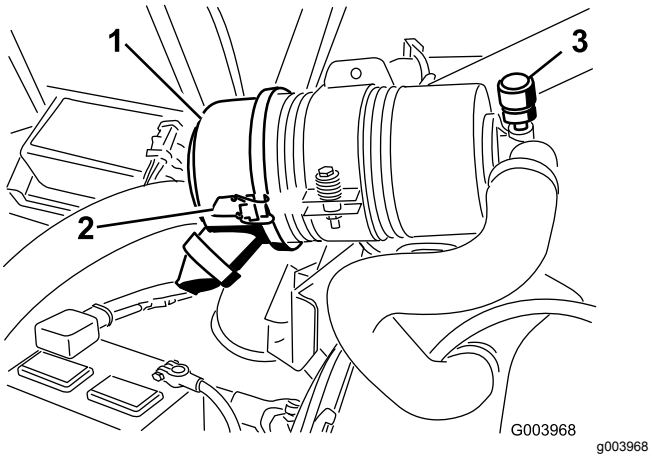

Figur 46
Utför service på luftrenarfiltret bara när serviceindikatorn (Figur 46) anger att det krävs. Om du byter ut luftfiltret tidigare ökar det risken för att smuts kommer in i motorn när filtret tas bort.
1. Lossa spärrhakarna som fäster luftrenarkåpan på luftrenarhuset (Figur 46).